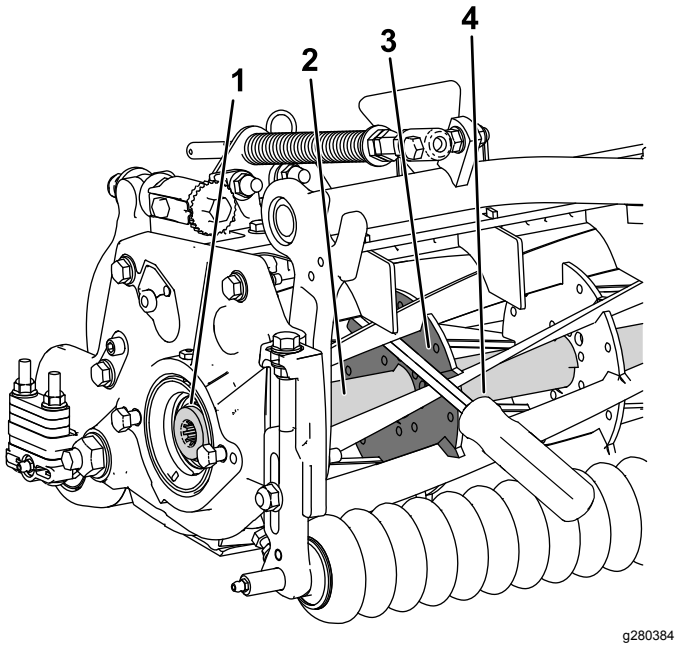

Rysunek 31
1. Wsuń długi łom (zalecany rozmiar ⅜” x 12” z uchwytem śrubokrętowym) przez przód wirnika tnącego, jak najbliżej tej strony jednostki tnącej, która będzie dokręcana (Rysunek 31).
2. Oprzyj łom o stronę spoiny spawanej na wewnętrznym wzmocnieniu wirnika tnącego (Rysunek 31).